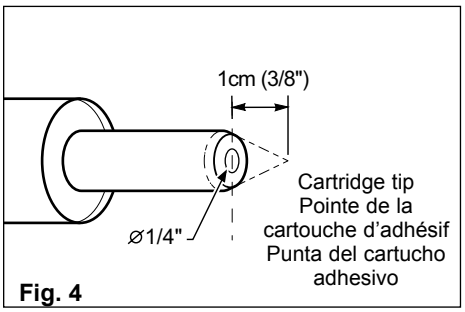

Fig. 4
4. Cut nozzle of adhesive cartridge 1 cm (3/8”) from the end at a 90° angle toward the tip. In no case should the adhesive bead be larger than a common pencil diameter - 5 mm (1/4”). **Fig. 4**.
4. Couper le bout de la cartouche d’adhésif à environ 1 cm (3/8 po), dans un angle de 90°. L’ouverture ainsi pratiquée ne doit jamais être plus grande que le diamètre d’un crayon (maximum 5 mm ou 1/4 po). **Fig. 4**.
4. Corte el extremo del cartucho de adhesivo a aproximadamente 1 cm (3/8”), con un ángulo de 90°. La abertura no debe ser mayor al diámetro de un lápiz (5 mm o 1/4” máximo) (**Fig. 4**).